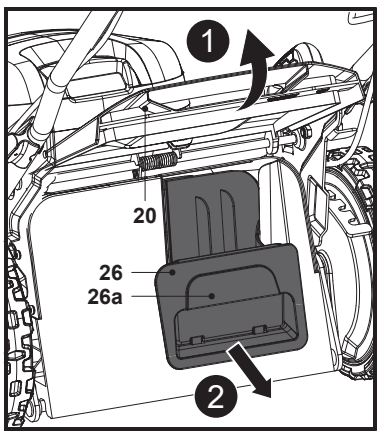

Fig. 13
2. Sujete el asa integrada (26a) y extraiga el accesorio triturador (26) del canal de descarga trasero (23); a continuación, extraiga el accesorio triturador (26) (Fig. 13).